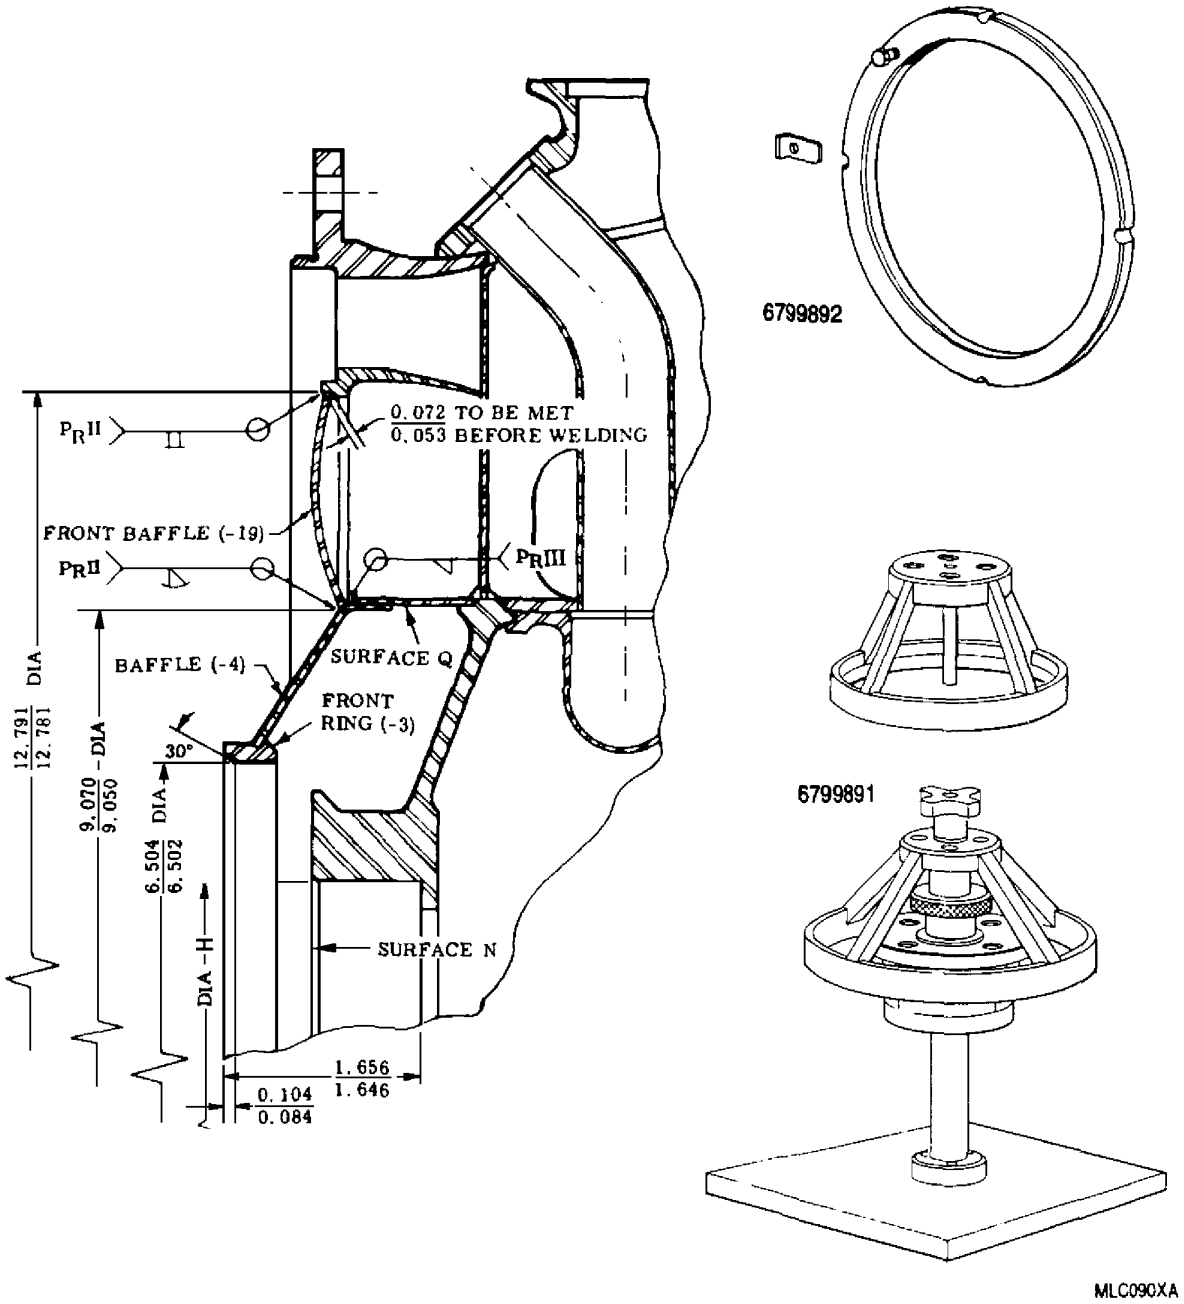

Figure 7. Diffuser Front Ring and Baffle, and Front Baffle Installation
b. Install 6799892 ring and clamp fixture (figure 7) in compressor outlet vane recess.
(1) Grind along each crack to form a U−groove.
(2) Groove depth shall be 2/3 − 3/4 the material thickness and shall extend beyond the ends of each crack.
(3) Weld repair crack.
d. Weld baffle in place using AMS 5776 welding wire. Refer to figure 7.
d. Tack weld part at outer and inner diameters, then weld all around per figure 7 using AMS 5776 welding wire.
a. Machine ring ID and face to dimensions shown on figure 7.